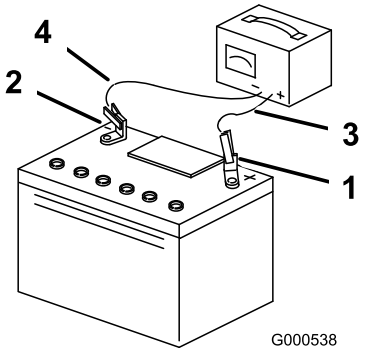

**Figure 39**
4. Quand la batterie est chargée au maximum, débranchez le chargeur de la prise, puis débranchez les fils du chargeur des bornes de la batterie (Figure 39).